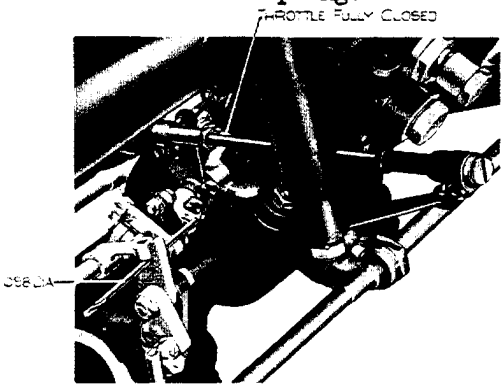

FIG.2. FAST IDLE CAM AND LEVER ADJUSTMENT.
2. With front carburetter throttle fully closed, tighten coupling pinch bolt to give .098" clearance between the fast idle cam and the cam lever, see Fig. 2. The cam adjusting screw hole should be central with the cam face. Hold rear carburetter throttle in fully closed position and tighten remaining pinch bolt in shaft coupling.